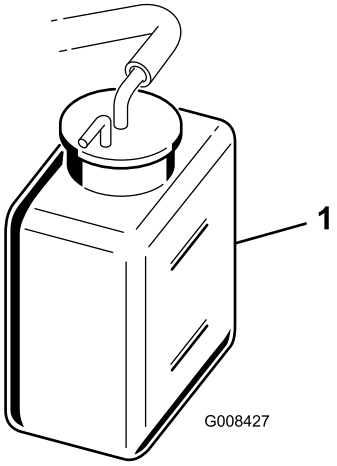

**Figur 31**
2. Kontrollera kylvätskenivån (Figur 31). Den ska ligga mellan de två strecken på reservtanken när motorn är kall.